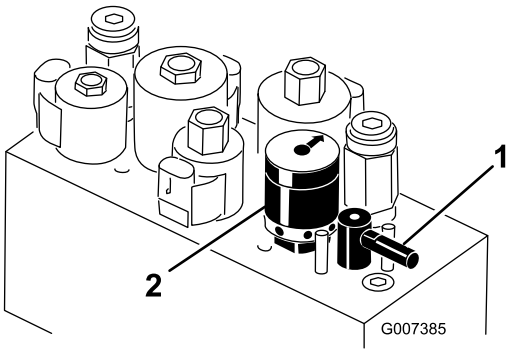

Figur 58
5. Drej baglapningsgrebet til positionen "R" (Figur 58).
6. Drej hastighedsregulatoren til knivcylindre til indstillingen1 (Figur 58).